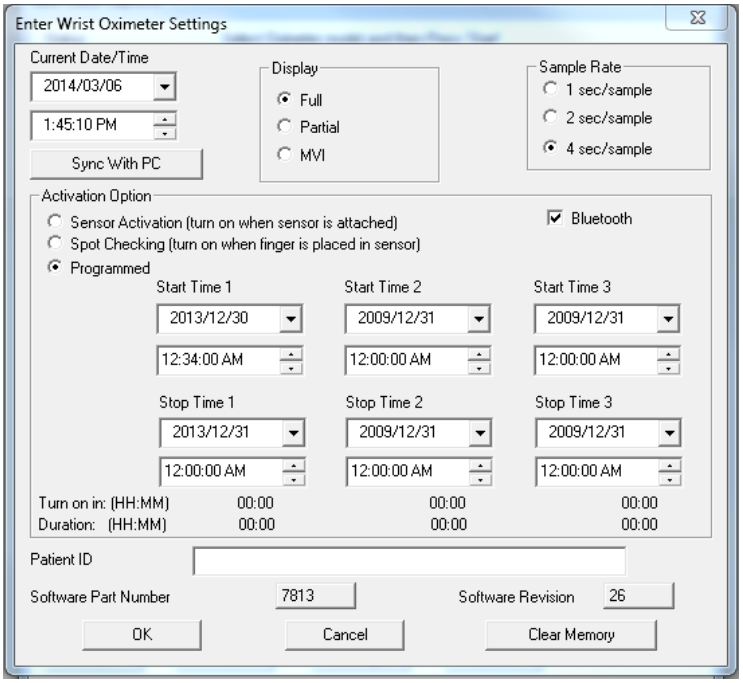

Afbeelding 20: Venster nVISION-instellingen
6. Het venster 'Instellingen pulsoximeter invoeren' wordt geopend (Afbeelding 20). Wijzig of verander de instellingen indien nodig.